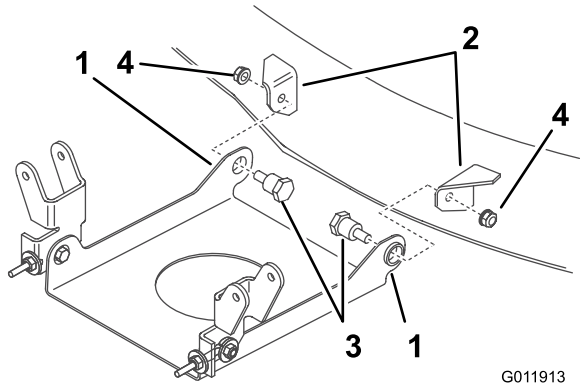

Figura 5
7. Collocate la piastra di montaggio, con le linguette rivolte verso l'alto, tra le staffe sulla parte anteriore del tosaerba (Figura 5).
8. Inserite i bulloni di spallamento attraverso la piastra di montaggio e nelle staffe del tosaerba. Fissateli con dei dadi di bloccaggio (Figura 5).